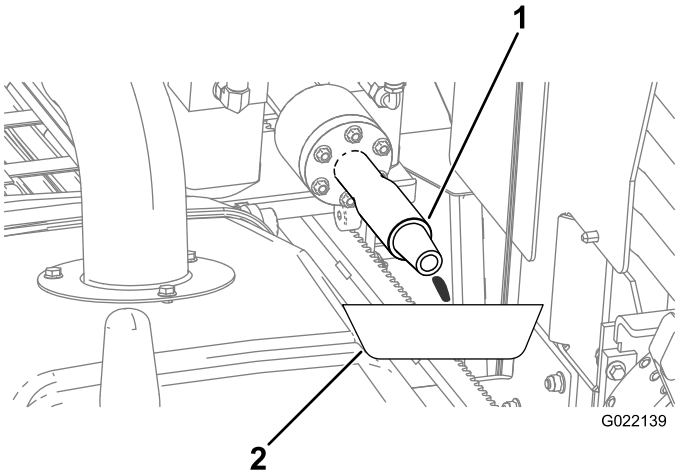

Figure 157
A. Place a drain pan under the drill spindle for the leaked antifreeze (Figure 157).
E. When the antifreeze comes out of the drill spindle (Figure 157), turn the pump off.